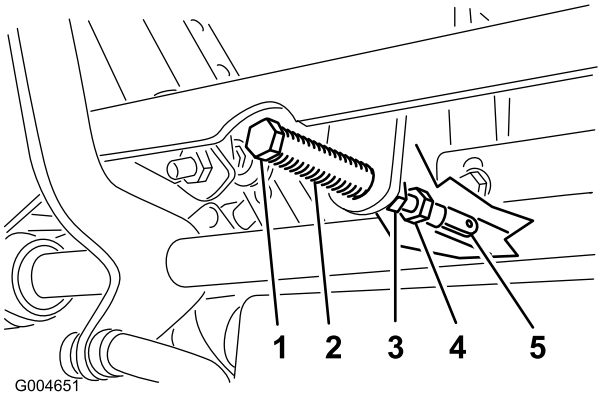

Figur 56
5. Træk håndtaget tilbage, indtil gaffelbolten (på en arm over drejeakslen) berører enden af åbningen (begynder netop at lægge tryk på fjederen) (Figur 56).
7. Hvis justering er nødvendig, skal møtrikken og kontramøtrikken løsnes mod gaflen (Figur 56).
8. Foretag et let, bagudgående tryk mod bevægelseshåndtaget, og drej samtidig hovedet på justeringsbolten i den rigtige retning, indtil håndtaget sidder i midten i neutral låseposition (Figur 56).
9. Spænd møtrikken og kontramøtrikken (Figur 56).
10. Stram kontramøtrikkerne ved kugleleddene (Figur 56).